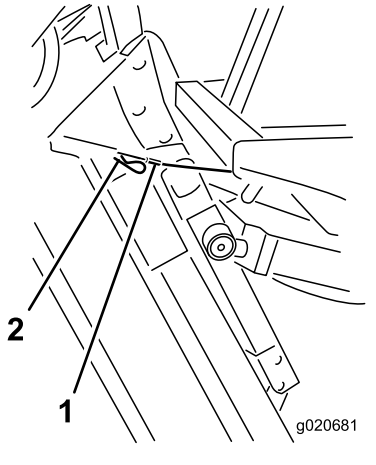

Figuur 81
6. Houd het maaidek verticaal, plaats het kabeleind op de pen op de hefarm van het maaidek en zet dit goed vast met de R-pen (Figuur 81).